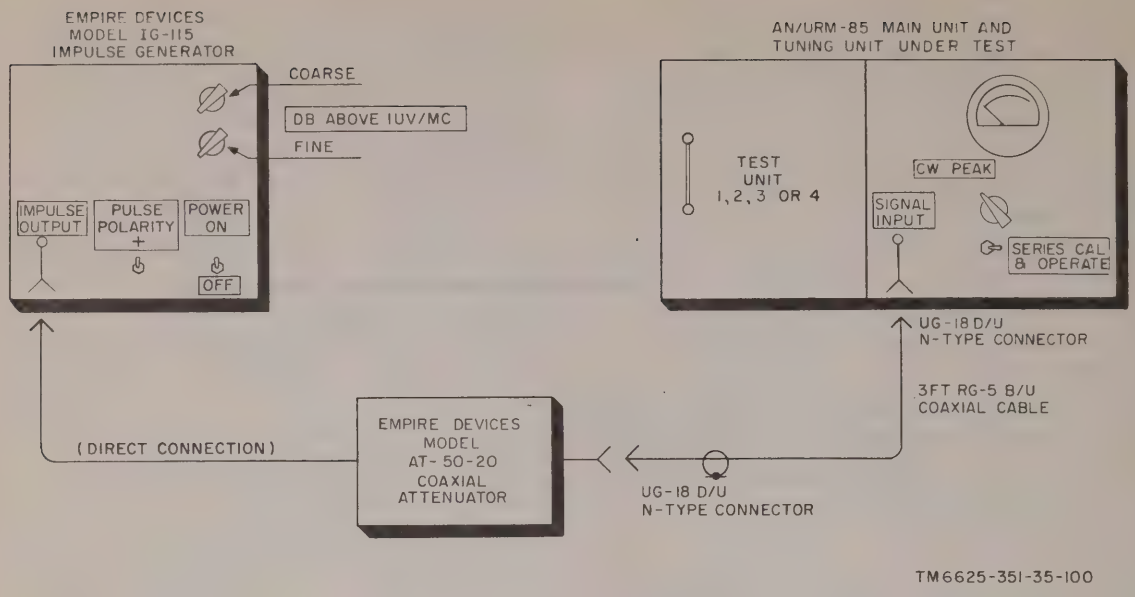

Figure 95. Test setup for interference measurement.
To perform this test, the IG-115 impulse generator is required. Set up the equipment as shown in figure 95, and proceed as follows:
(1) Rotate the function switch to the CW PEAK position.
(2) Set the the calibration switch to SERIES CAL & OPERATE.
(3) If tuning unit 1 is installed in the main unit, rotate the SIGNAL ATTENUATOR DB control to the 0 CW ONLY position.
(4) If tuning unit 2, 3, or 4 is installed in the main unit, rotate the SIGNAL ATTENUATOR DB control to 20.
(5) With the test setup as indicated (fig. 95), record the pointer deflection on the panel meter of the unit under test.